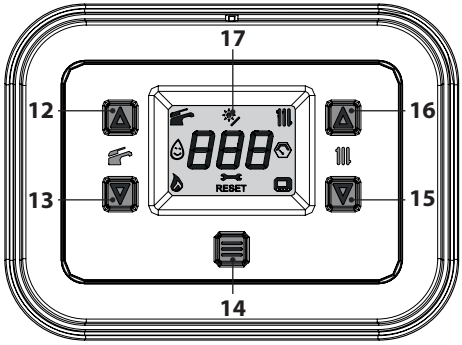

Figure 2.3
- Press button 14 for 1 seconds until both symbols and appear on the display (Figure 2.3).